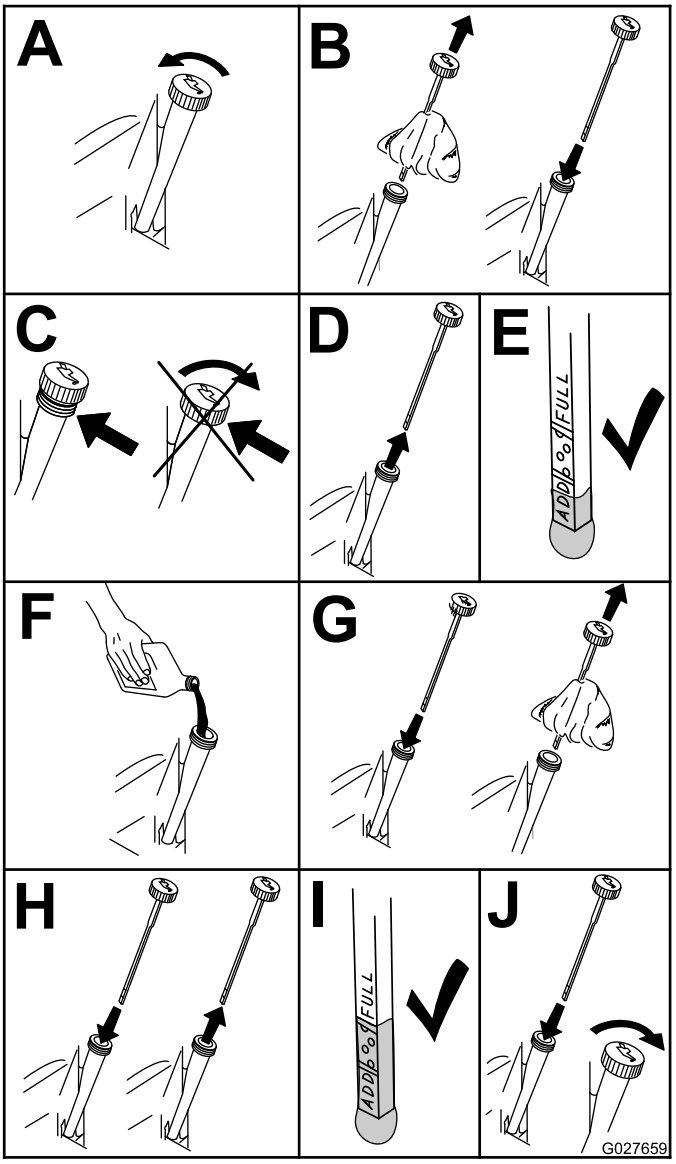

Figuur 39
4. Motoroliepeil controleren (Figuur 39).